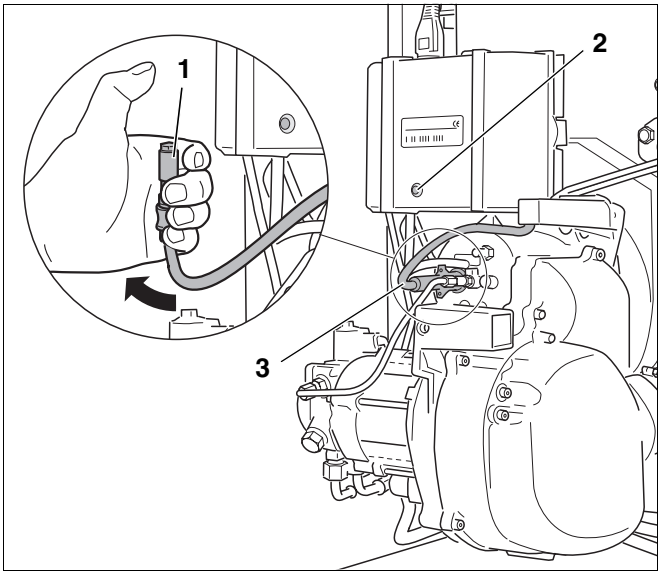

Abb. 26 Flammenfühler auf Funktion prüfen
- Flammenfühler bei laufendem Brenner am vorgesehenen Griff aus der Halterung ziehen (Abb. 26, **Pos. 3**).
- Flammenfühler gegen Licht halten (Abb. 26, **Pos. 1**). Es muss nach Wiederanlauf eine Störabschaltung erfolgen.
- Nach einer Wartezeit von ca. 30 Sekunden den Feuerungsautomaten durch Drücken des Entstörtasters (Abb. 26, **Pos. 2**) entriegeln.